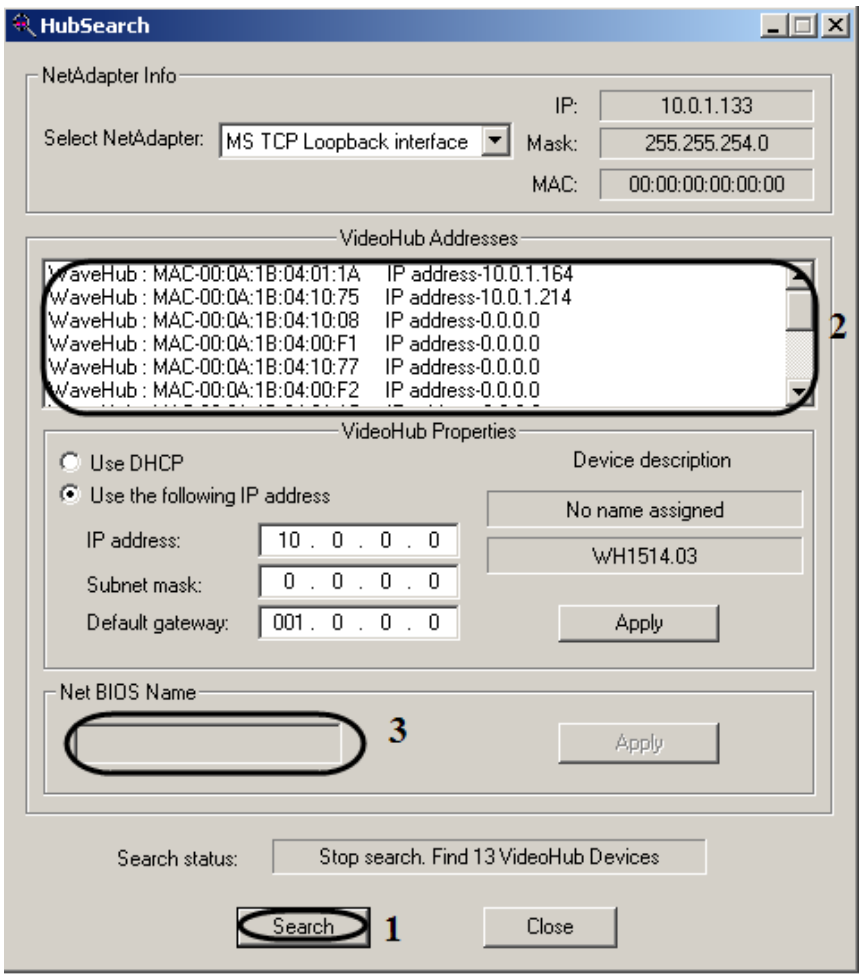

Figure 12.11-4 Using the HubSearch.exe utility
2. To search for device click «Search» (Figure 12.11-4).
3. From the list «VideoHub Addresses» select the requires net device (Figure 12.11-4,2)
6. If necessary change the net name of the device in the field «Net BIOS Name» (Figure 12.11-4,3).
7. Click «Apply» button of «Net BIOS Name» group to save the changes(Figure 12.11-4,1).